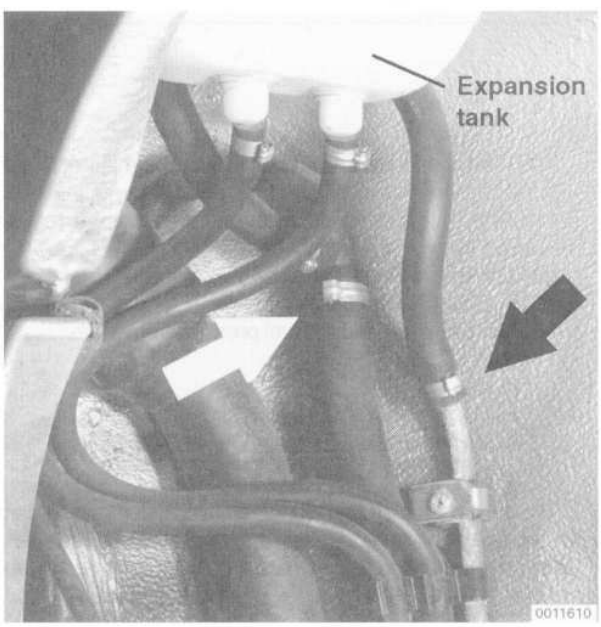

Fig. 3. Expansion tank vent hoses and bolts to be removed (**arrows**).
6. Remove the wheel housing trim from the right rear wheel housing. Then disconnect the two vent hoses from the expansion tank and remove the expansion tank mounting bolts. See Fig. 3.